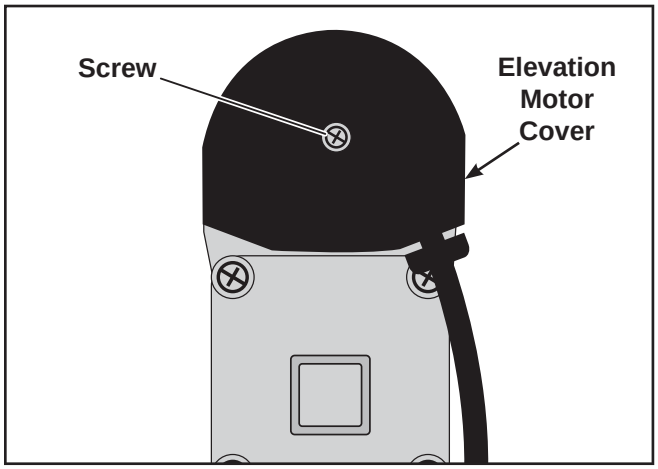

Figure 4
A. Using a #2 Phillips screwdriver, remove the screw securing the elevation motor cover. See Figure 4.
A. Using a Phillips screwdriver, secure the elevation motor cover with the screw removed in step 5A. See Figure 4.